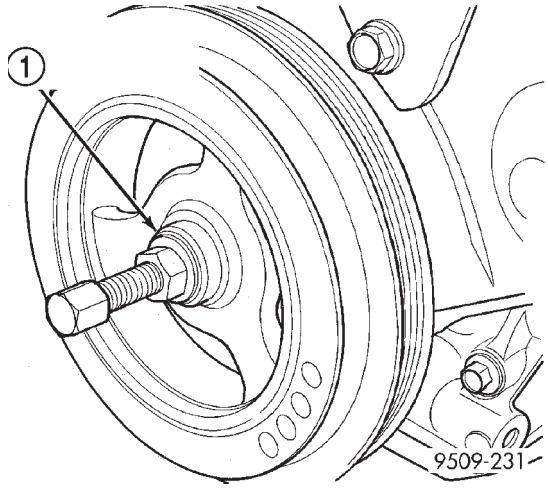

Abb. 62 Schwingungsdämpfer/Kurbelwelle—Einbau
(1) Kurbelwellen-Schwingungsdämpfer mit Schraube M12 1,75 x 150 mm (0,06 x 5,9 Zoll), Scheibe, Axiallager und Mutter aus Spezialwerkzeugsatz 6792 montieren (Abb. 62).